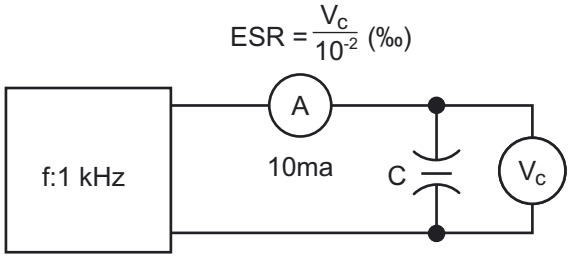

Figure 3. Equivalent Series Resistance (ESR)
b. V_c = Volt meter (DC).
i. Calculate capacitance in farads using the equation in Figure 3.
ESR in ohms can be measured using the test circuit in Figure 3: